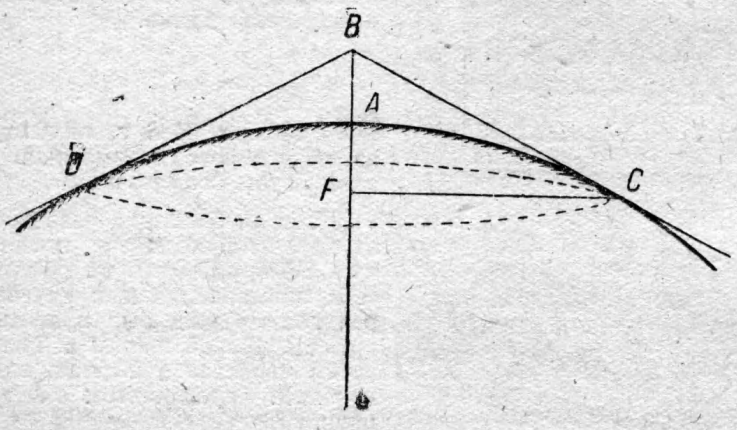

Рис. 1
Для решения задач подобного рода потребуется припомнить кое-что не только из физики, но и из геометрии и алгебры. Собственно из физики нам понадобится немного: нужно лишь знать, что в однородной среде свет распространяется по прямым линиям. Если DAC (рис. 1) изображает земную поверхность, а стратостат находится в точке B, то пилот может видеть землю только до окружности DC: в точках этой окружности луч зрения (BC) касается земной поверхности. Радиус этого круга FC, есть радиус кругозора пилота.
Необходимо передать вращательное движение от вала № 1 валу № 2 так, чтобы за время двух оборотов вала № 1 вал № 2 сделал только один оборот (рис. 1).
Валы, как видно на рис. 1, находятся во взаимно перпендикулярном положении.
Для решения задачи надо использовать два одинаковых по размерам, с одинаковыми наружными диаметрами стальных диска, изображенных на рис. 1 (справа под № 3). Кроме этих дисков ничем другим пользоваться нельзя.